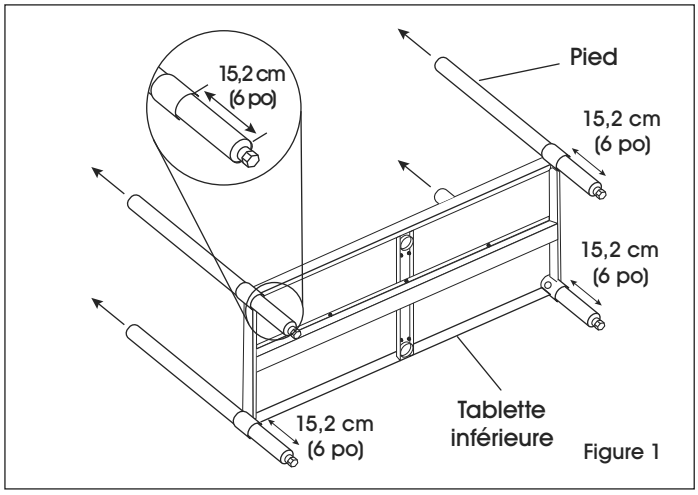

Figure 1
1. Avec la tablette inférieure posée sur le côté, poussez les pieds à travers les cols. (Voir Figure 1)